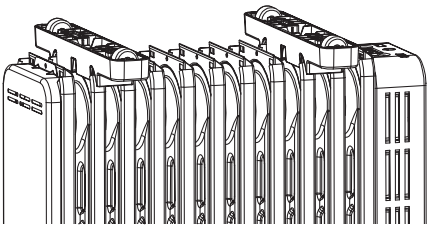

Figure 2
3. Une fois l'installation effectuée comme le montre la figure 2, remettez le radiateur électrique à l'endroit.